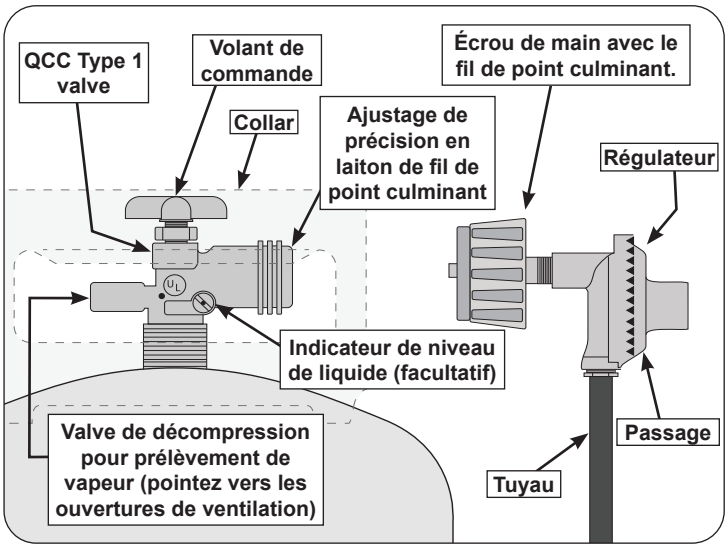

Fig. 8-1 Type coupleur de fil de point culminant d'I
d. La bouteille utilisée doit comporter un collier pour protéger le robinet de la bouteille. Le système d'alimentation de la bouteille doit être conçu pour le retrait de la vapeur. Voir Fig. 8-1.
e. Lorsqu'il est utilisé avec une bouteille, le système d'alimentation en gaz doit être utilisé avec un régulateur de pression. L'ensemble régulateur et le tuyau de pression (Fig. 8-1) fourni avec cet appareil de gaz à l'extérieur **(certains modèles LP seulement)** doit être utilisé. Les régulateurs de pression d'origine et de remplacement et les ensembles de tuyaux doivent être ceux spécifiés par le fabricant pour la connexion avec un dispositif de connexion de bouteille identifié comme Type I par l'ANSI Z 21.58/CGA 1.6 et doivent être conformes à UL 144 en tant que partie du gaz propane autonome système d'alimentation (voir la liste des pièces pour les informations de commande).
Pour déconnecter: tournez l'écrou à main dans le sens antihoraire jusqu'à ce qu'il soit détaché (Fig. 8-1)